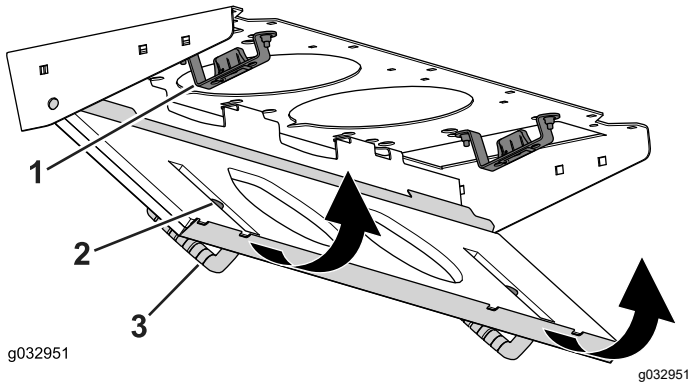

Figur 86
4. Vrid filterenheten runt flikarna tills spärren låser fast i spärrenheten (Figur 86).